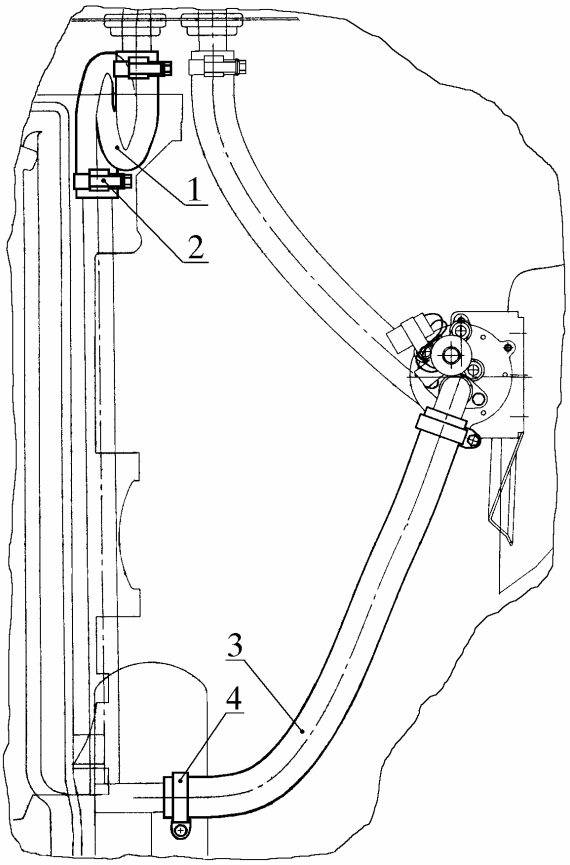

Рис. 21. Отсоединение шлангов отопителя от двигателя:
4.19. **Отсоединить шланги 1 и 2** (рис. 21) **отопителя** от двигателя, ослабив хомуты 2 и 4